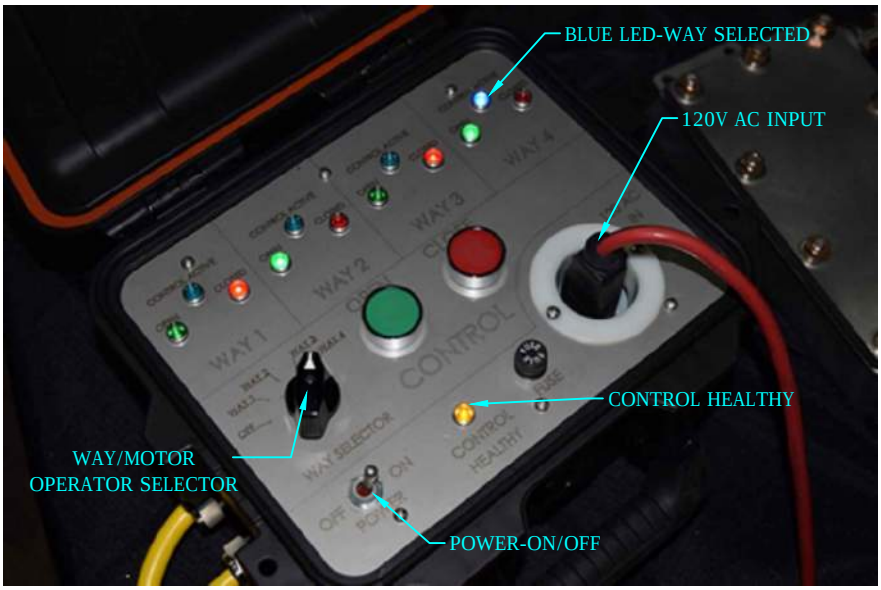

FIGURE 15
L. PENDANT CONTROLLERS ARE PROVIDED TO POWER AND CONTROL ALL THE MOTOR OPERATORS FROM OUTSIDE THE ENCLOSURE. THESE PORTABLE CONTROLLERS ARE DESIGNED TO PROVIDE FIELD PERSONNEL THE ABILITY TO PLUG INTO A JUNCTION BOX TO DETERMINE STATUS OF ALL THE MOTORS AND TO CONTROL MULTIPLE MOTOR OPERATORS LOCALLY WITH EXTERNAL 120V AC POWER PLUGGED INTO THE PENDANT CONTROL. CAUTION: THE "CONTROL HEALTHY" LIGHT WILL ONLY LIGHT WHEN THE TOGGLE SWITCH IS TURNED ON AN WHEN CONNECTED TO A "PURE SINE WAVE" SOURCE OF 120V AC POWER. SQUARE SINE WAVE OR MODIFIED SINE WAVE INVERTERS WILL NOT POWER THIS DEVICE AND MAY DAMAGE THE CONTROL. SEE FIGURE 15.